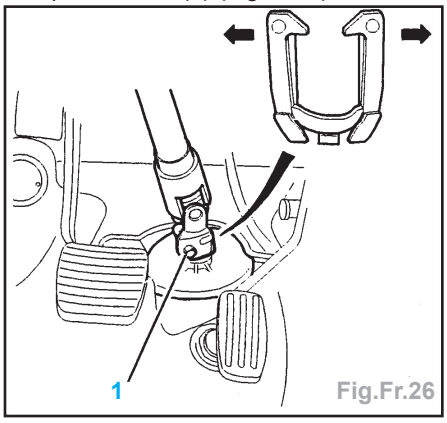

Fig.Fr.26
- Déposer la vis (1) (Fig.Fr.26).